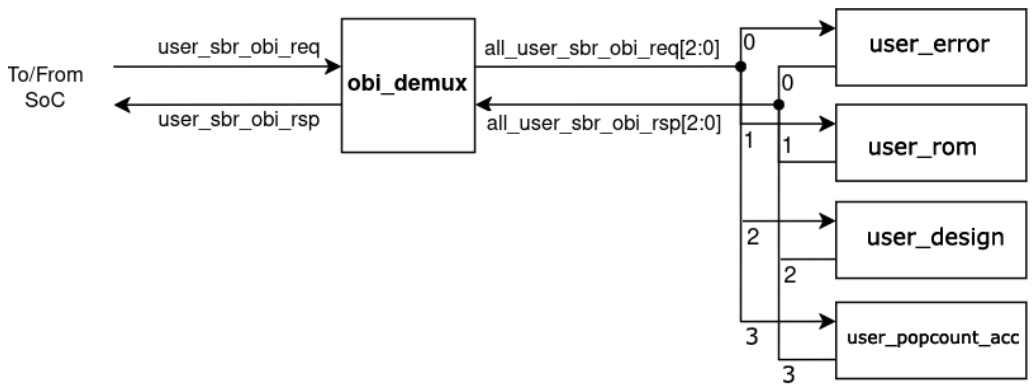

Figure 5: Connections from the user OBI demultiplexer.
- Implement `// TODO 2 :` (*usr_pkg.sv*) a one-to-all bus can be represented as an array of requests and responses (see Figure 5), declare the array index for the new module.